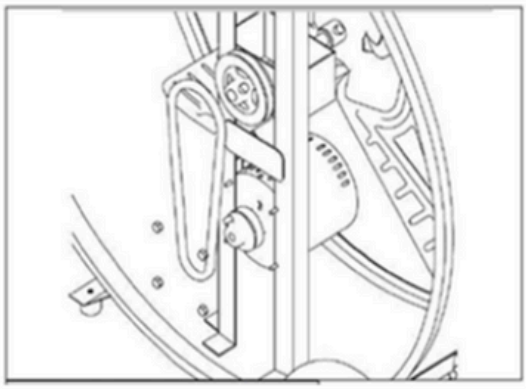

Figura 3
3.Retire la correa para sustituirla o ajuste el motor para tensar la correa (figura 3).